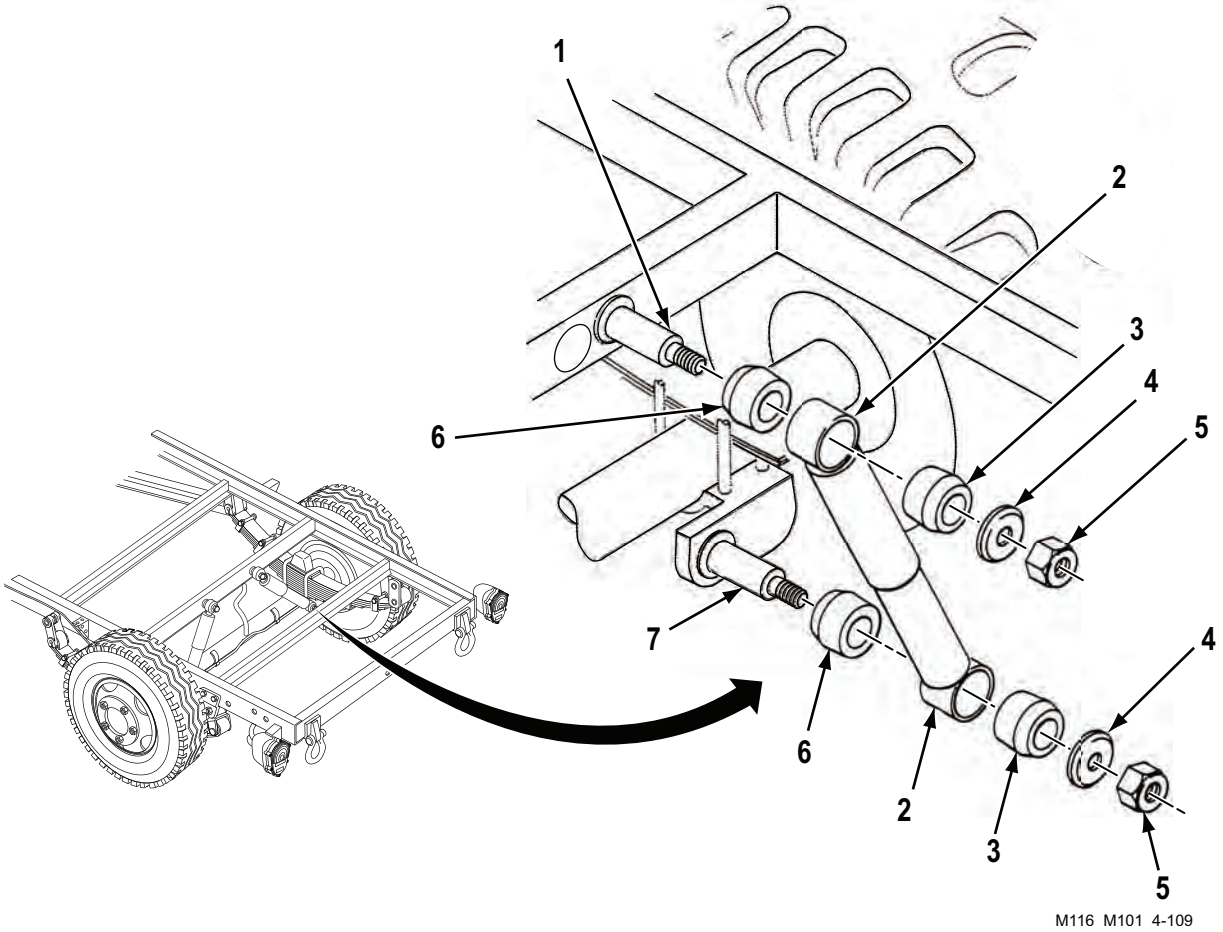

Figure 1. Shock Absorber Removal.
1. Remove two self-locking nuts (Figure 1, Item 5) from upper and lower mounting studs (Figure 1, Items 1 and 7). Discard self-locking nuts (Figure 1, Item 5).
2. Remove two recessed washers (Figure 1, Item 4) and bushings (Figure 1, Item 3), shock absorber (Figure 1, Item 2), and two bushings (Figure 1, Item 6) from upper and lower mounting studs (Figure 1, Items 1 and 7).